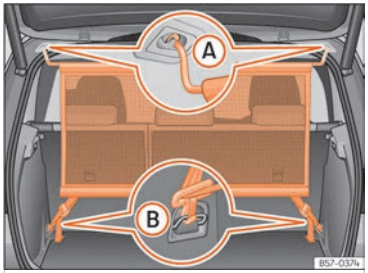

Fig. 175 Net partition fitted.
- Hook the net partition to the left-hand side roof housing ››› Fig. 175 (A). Be sure to pull the cross rod down past the upper position.
- Hook in the net partition on the rear right-hand side roof housing by pressing on the bar ››› Fig. 175 Ⓐ.
- Secure two hooks of the partition net to the fastening rings of the boot ››› Fig. 175 Ⓑ and tighten the straps firmly.